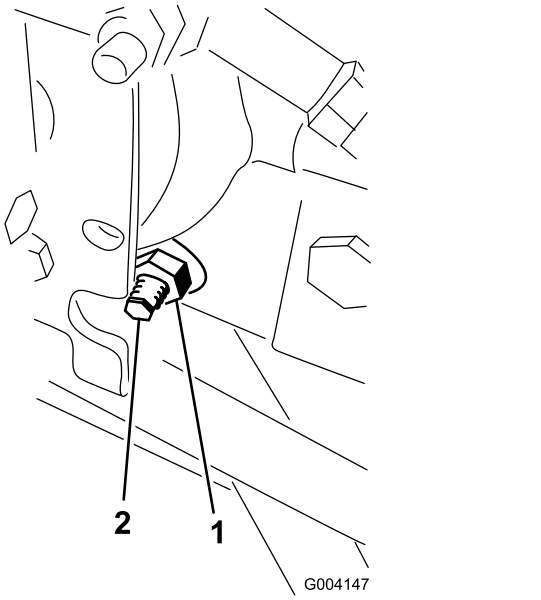

Figura 80
3. No lado direito do hidrostato, solte a porca de bloqueio no excêntrico de ajuste da tração (Figura 80).